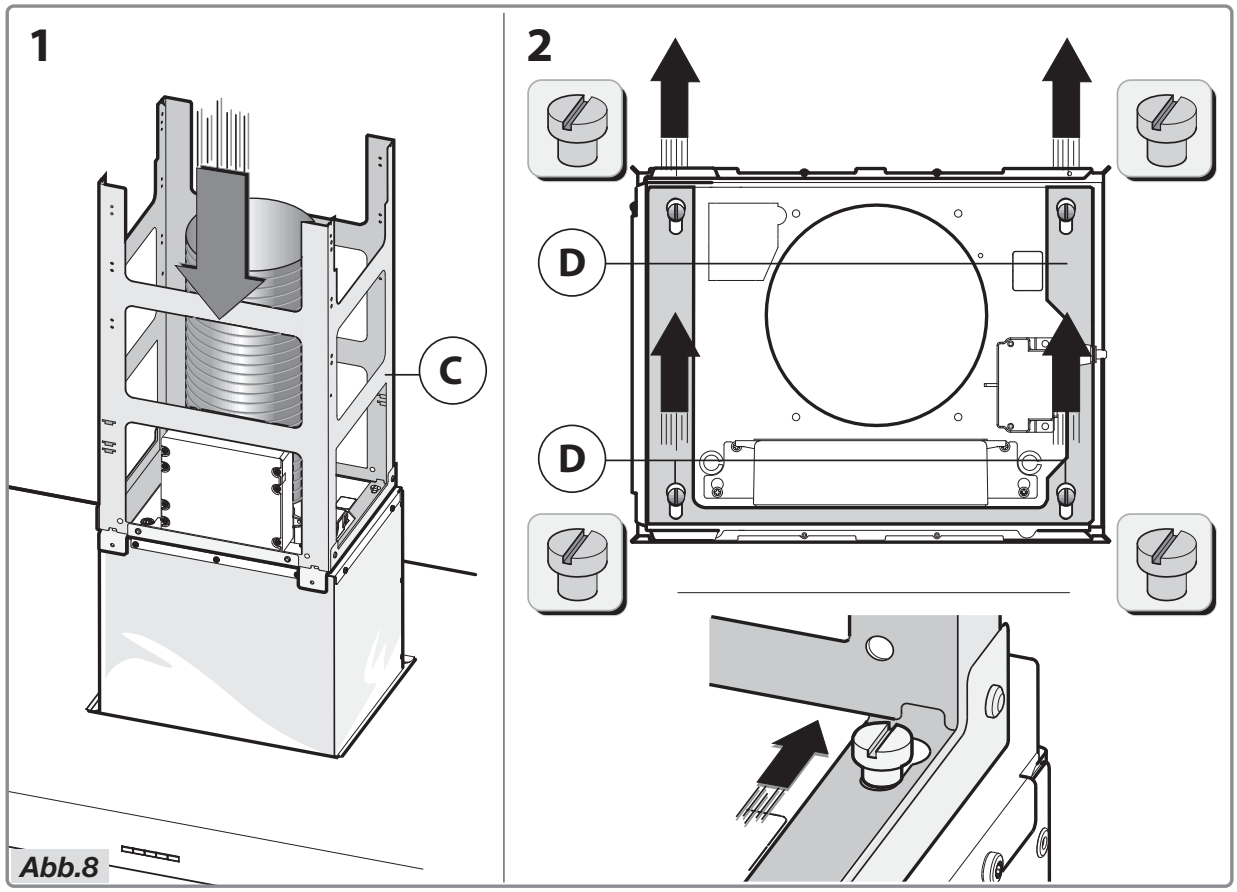

Abb.8
- Befestigen Sie die untere Konstruktion **C** an der Motorbuchse und montieren Sie sie in den entsprechenden Schlitzen (Abb.8).